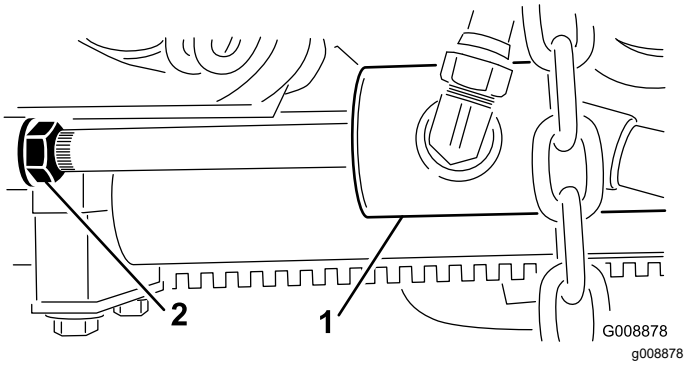

Figuur 29
2. Draai de contramoer van de hefcilinderstang los (Figuur 29).